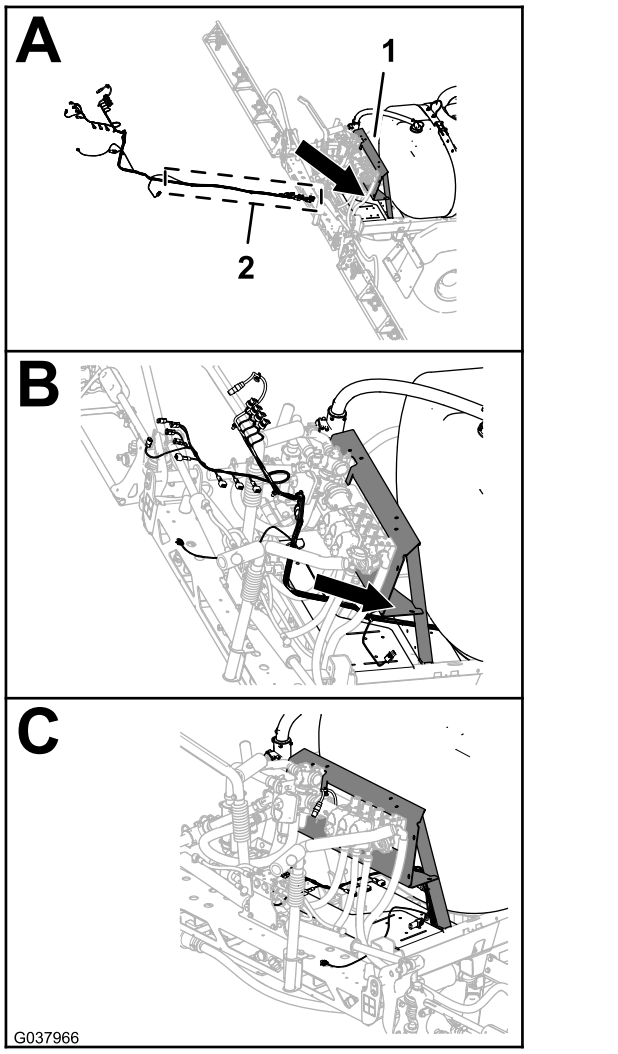

Figuur 102
2. Leid de aftakking van 168 cm van de nieuwe elektrische kabelboom tussen de klepbevestiging en de rechtersteun van de bevestigingsbeugel van het verdeelstuk (Figuur 102).